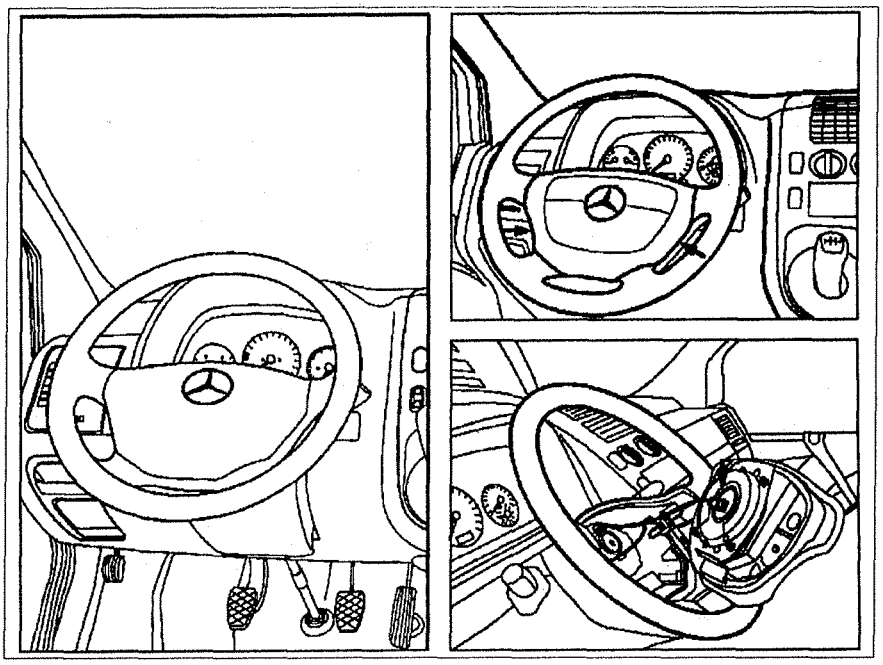

Рис. 8.10. Подушка безопасности водителя.
2. Открутите металлические болты **(стрелки)** крепления декоративной панели рулевого колеса (см.рис. 8.10).